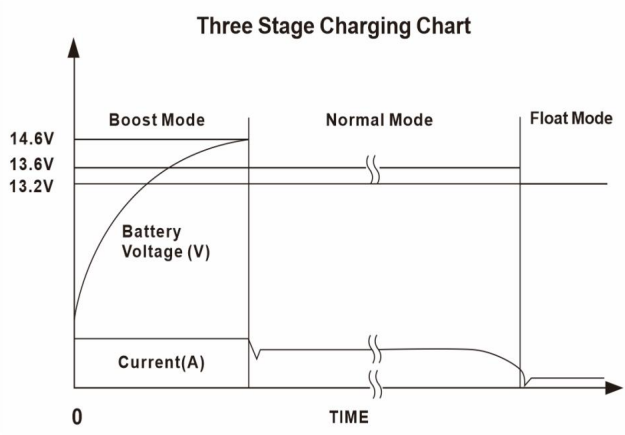

Figura 1
(3) El cableado de salida de 12 VCC no requiere protección contra sobrecorriente. norte Debido a que el convertidor/cargador limita la salida de corriente, todas las conexiones eléctricas deben cumplir con el código NEC correspondiente. .
9. Modo de batería de plomo-ácido: gire el interruptor A al modo de plomo-ácido, cargará la batería con el modo de 3 etapas (Figura 1).